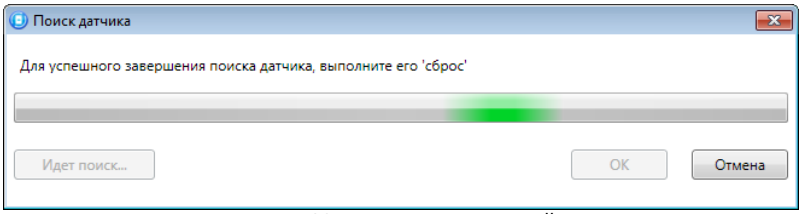

Рисунок 4.38 — Поиск радиоустройства
3. После нажатия кнопки *ОК* начнется поиск радиоустройства контроллером (см. рисунок 4.38). Для того чтобы устройство было найдено контроллером, его следует перевести в режим связывания (выполнить «сброс»).